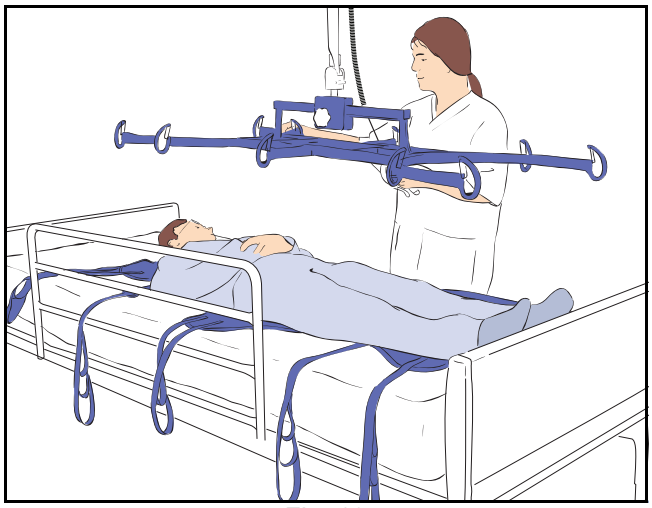

Fig. 12
3) Le cadre de civière étant aussi haut que possible, déplacer le lève-personne jusqu'à ce que le cadre se trouve juste au-dessus du patient (voir Fig. 12).